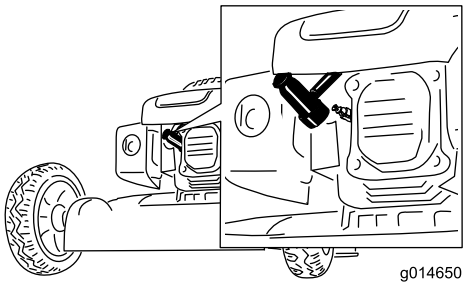

Figur 35
2. Lossa tändkabeln från tändstiftet (Figur 35) innan du utför underhåll.